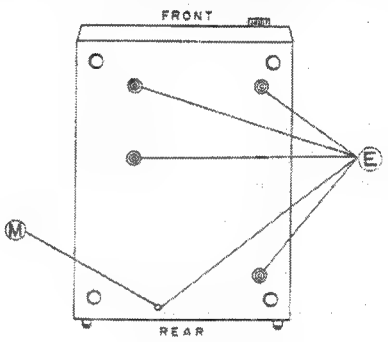
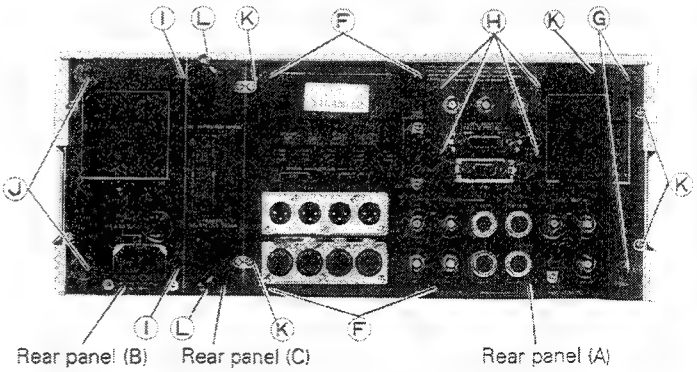

Fig. 1-1-4
Fig. 1-1-5 (45-PIN board is optional.)
2. Remove five screws Ⓚ (see Fig. 1-1-5) and a screw Ⓜ (see Fig. 1-1-4) to remove the rear bracket.
1) Remove four screws Ⓗ shown in Fig. 1-1-5 and disconnect connectors to remove the board.